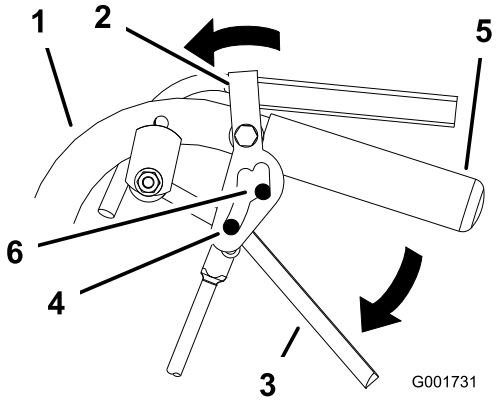

Figura 11
2. Ponga los pulgares en la parte superior de los cierres y muévalos hacia adelante hasta que los pasadores estén en la posición de "hacia adelante" (Figura 11).